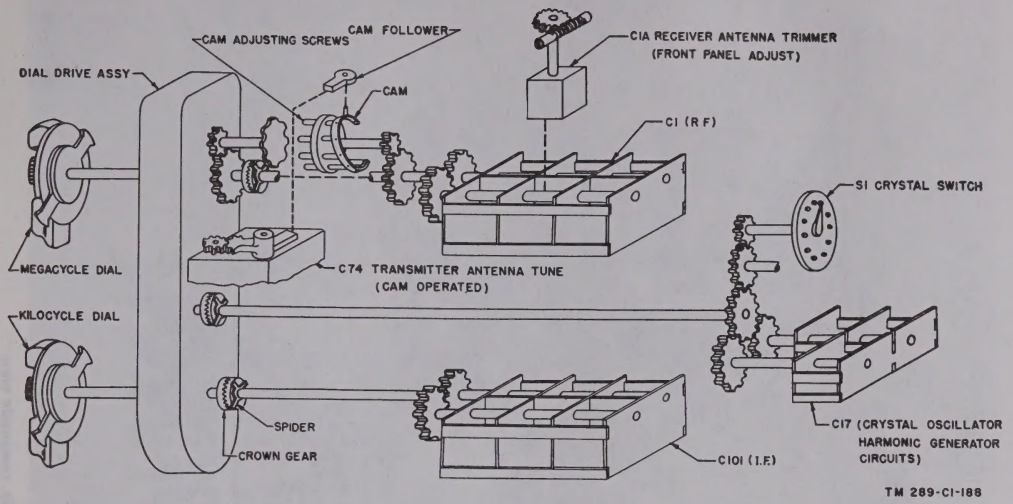

Figure 10. Receiver-transmitter, tuning arrangement, functional diagram.
(figs. 10, 11, and 12)
c. Mechanical Coupling and Gearing Arrangement. The panel-mounted dial-drive assembly is used to couple the MCS and TENTH MCS controls to each other, to the geared variable gang capacitor shafts, to the shaft of the crystal switch in the crystal assembly unit, and to the transmitter antenna tuning cam (figs. 10 and 11).
(1) Gears within the dial-drive assembly couple the dial drives to three driving shafts which extend into the interior of the set. These shafts are joined in turn by toothed crown couplings and flexible shafts (bellows) to the shafts of variable gang capacitors C1, C17, and C101.
(2) Each of the variable capacitor shafts is equipped with a set of gears. The gears are used to couple the two halves of each capacitor together. In addition, the gears on capacitor C1 are used to couple transmitter antenna tune capacitor C74 to C1. Gears in the back of capacitors C1 and C17 are coupled through a rigid coupling to the shaft of crystal switch S1 in the crystal assembly unit. The gears are driven by the shaft that drives capacitor C17.
(3) The gear reduction ratio and the gearing arrangement (gears on the capacitors and within the dial-drive assembly) are such that every time the MCS control is rotated from one step to the next, the crystal switch shifts to the number of steps required to introduce into the circuit the crystal associated with the particular dial frequency. In addition, the plates of capacitor C17 are rotated by an amount which corresponds to a change of tuning by 1 mc. Capacitor C101 is not rotated when the MCS control is turned.
(4) For every step of rotation of the TENTH MCS control, capacitor C101 is rotated by an amount corresponding to .1 mc and capacitor C1 likewise is rotated over an interval corresponding to .1 mc. The crystal switch and capacitor C17 are not rotated when the TENTH MCS control is turned.
(5) The positioning of r-f tuning capacitor C1 and the transmitter antenna tuning cam depends on the settings of the MCS and TENTH MCS controls. Capacitor C101 is rotated by the TENTH MCS control only. Capacitor C17 and crystal switch S1 are rotated by the MCS control only.
h. Antenna Tuning Mechanism (figs. 10 and 11). Transmitter antenna tuning capacitor C74 requires a different setting for each position of the MCS and TENTH MCS controls. The setting also depends on the antenna installation. Accordingly, a cam made up of a number of links (fig. 10) corresponding to the number of mc settings for the particular receiver-transmitter is associated with the controls. As the MCS or TENTH MCS control is rotated, this cam rotates and imparts motion to a follower. The follower imparts motion to a gear drive which rotates antenna tuning capacitor C74. The curvature of the cam may be adjusted by a screwdriver from the TR ANT TUNE control. This control is covered by a waterproof cap which, when removed, exposes a wrench that is slotted for screwdriver operation. This wrench (spring loaded) lines up with a cam-adjusting screw at each setting of the MCS control when the TENTH MCS control is at 0. In addition, there is an adjusting screw at the highest dentent of each receiver-transmitter (27.9 mc, 38.9 mc, and 54.9 mc). By adjusting this screw, the maximum amount of rotation of antenna trimming capacitor C74 may be determined. In a given receiver-transmitter, this adjustment should be made only when the antenna is initially installed or when the antenna is changed, since the arrangement is to insure proper matching between the antenna and the antenna output circuits. The adjustments are made for a maximum reading on the front panel r-f meter.